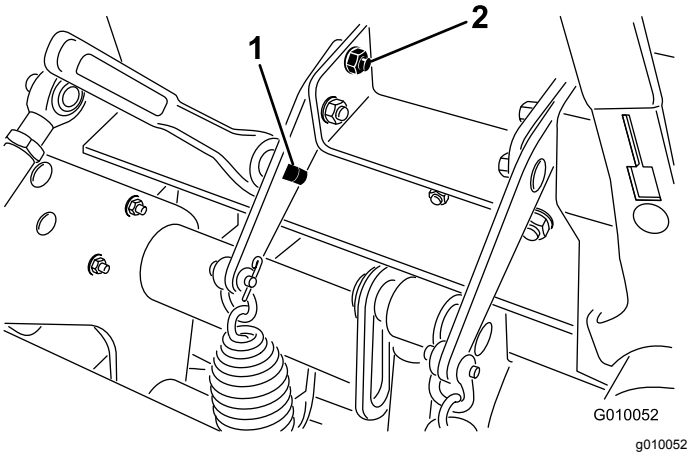

Figur 38
3. Sätt in en 1/2 tum spärrhake eller liknande i det fyrkantiga hålet i fjäderplattan (Figur 38).